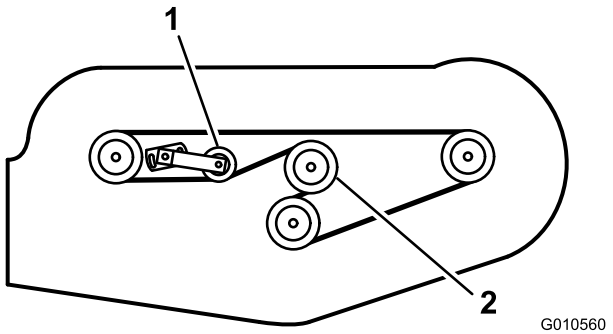

Figur 31
6. Monter den nye remmen rundt girkasselederullen, spindelrullene, den faste lederullen og den justerbare lederullen (Figur 31).